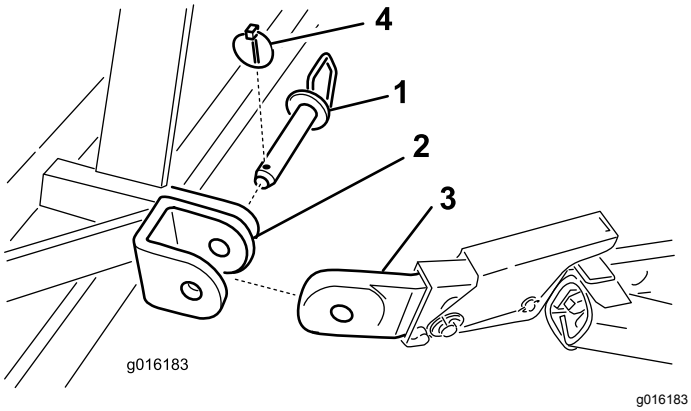

**Figur 4**
5. Fest nedre leddarmer på luftemaskinens monteringsbraketter med festetapper og ringstifter (Figur 4).